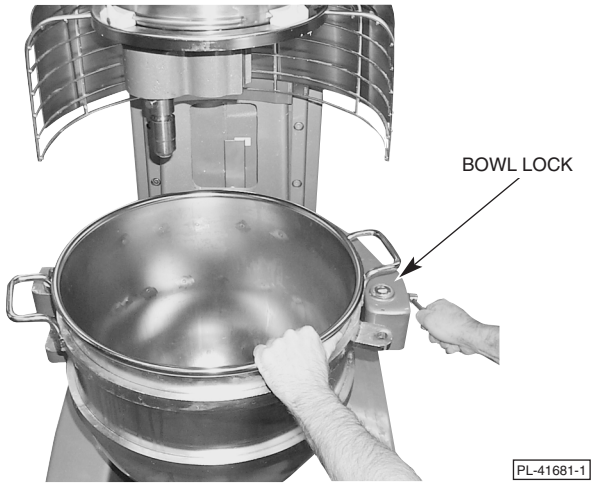

Fig. 6
5. Disengage bowl lock and pivot bowl out (Fig. 6).
5. Disengage bowl lock and pivot bowl out slightly (Fig. 6).